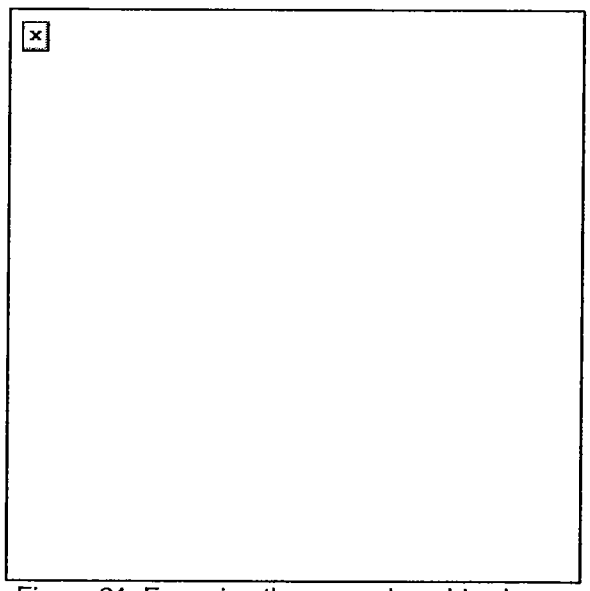

Figure 21. Engaging the secondary drive lever.
g. Engage the secondary drive lever (Figure 21).